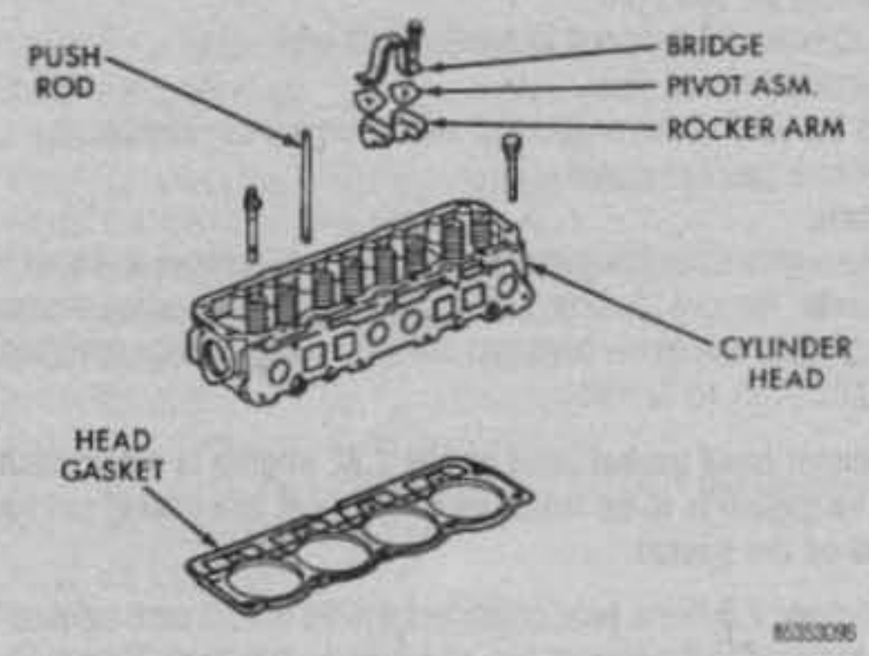

Fig. 95 Cylinder head and components—2.5L engine
▶ See Figures 95 and 96
▶ See Figures 95, 97, 98 and 99
➧ See Figures 95, 97 thru 104